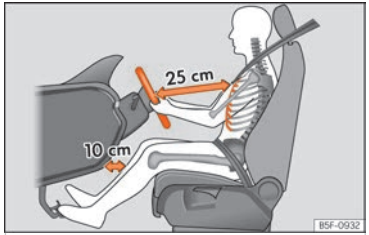

Fig. 17 La separació correcta entre el conductor i el volant ha de ser de 25 cm com a mínim (10 polzades).
- Ajusteu el volant de manera que quedi a una distància, d'almenys, 25 cm (10 polzades) de l'estern ››› fig. 17 i el pugueu subjectar amb les dues mans pels costats, per la part exterior, amb els braços lleugerament flexionats.